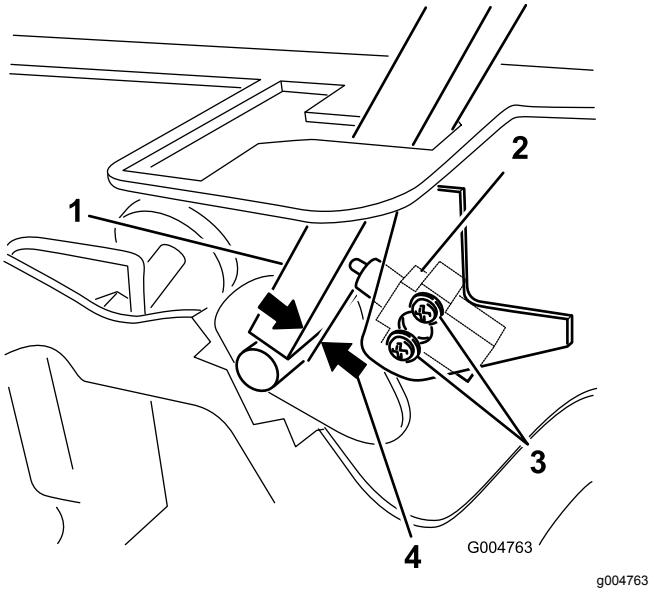

Figuur 47
3. Draai de 2 schroeven los waarmee de interlockschakelaar is vastgezet (Figuur 47).
4. Houd de rijhendel tegen het frame en beweeg de schakelaar in de richting van de hendel totdat de afstand tussen de hendel en de schakelaarbehuizing 0,4 tot 1 mm is; zie (Figuur 47).